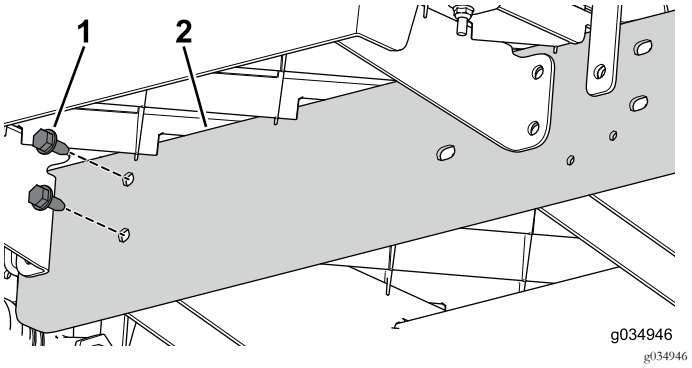

Figur 26
6. Montera förlängningsskenan löst på mittkanalen på maskinens främre del med de två skruvarna (5/16 x 3/4 tum) (Figur 26).